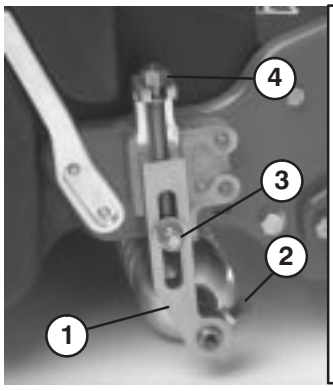

Figure 1
1. Loosen jam nuts and set screws securing each end of front roller to height–of–cut arms (Fig. 1).
2. Remove carriage bolts and locknuts securing height–of–cut arms to adjusting brackets (Fig. 1). Remove height–of–cut arms and roller assembly.
3. Remove height–of–cut adjusting screws, jam nuts and set screws from height–of–cut arms (Fig. 1).